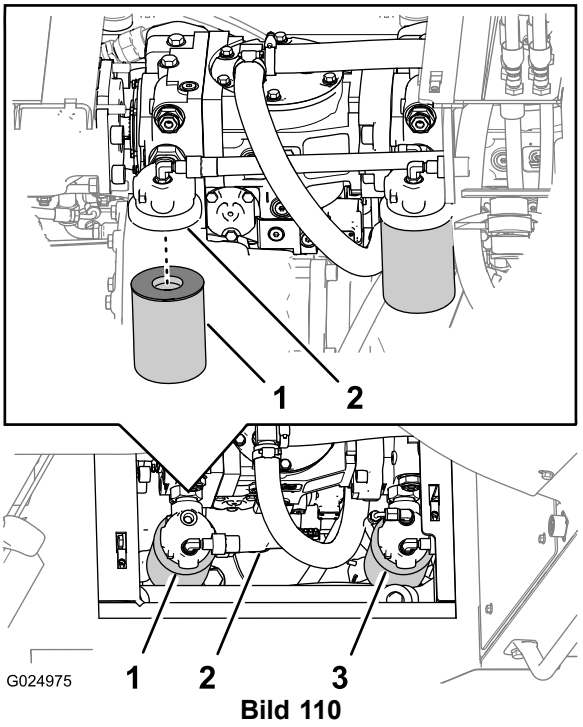

Bild 110
Hinweis: Der Hydraulikladefilter ist von der rechten Unterseite der Maschine hinter dem Hydraulikbehälter zugänglich (Bild 110).
2. Stellen Sie einen Behälter unter den Hydraulikladefilter (Bild 110).
3. Drehen Sie den Hydraulikladefilter nach rechts und nehmen ihn ab (Bild 110).